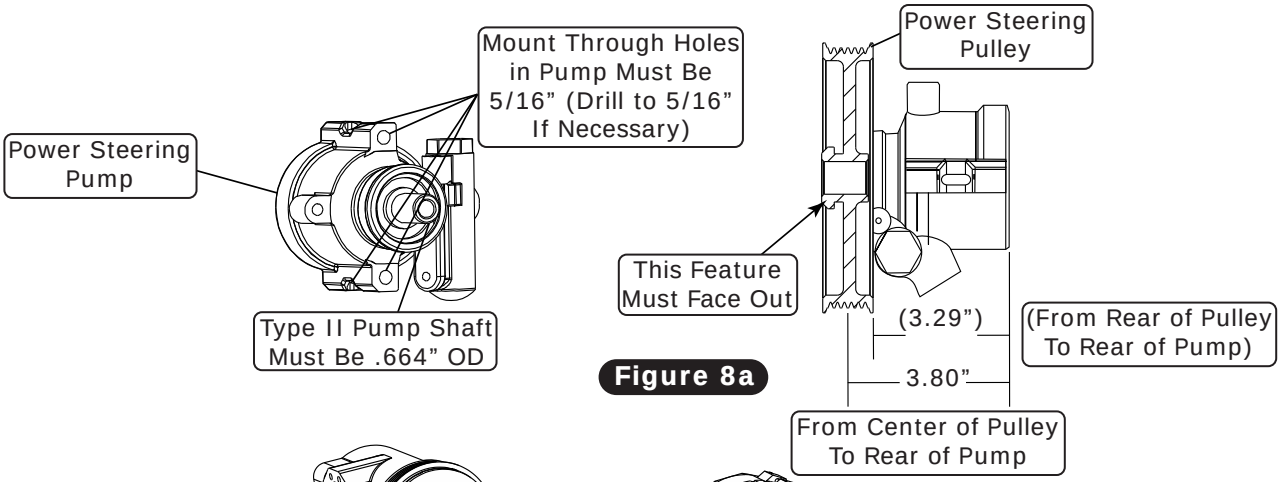

**Figure 8a**
- **Some Type-II GM power steering pumps (non-Vintage Air pumps only) have threaded mounting bases. These must be drilled out to allow the Front Runner mounting bolts to pass through the holes and thread into the bracket (See Figure 8a, below).**
**1.** Using a power steering pump pulley installer, install the power steering pulley onto the power steering pump (See Figure 8a, below).